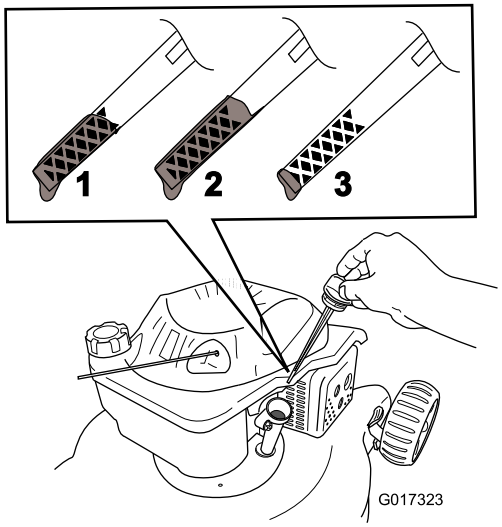

Figura 5
2. Retire la varilla (Figura 5).
Nota: Llene el cárter con aceite hasta que la varilla indique que el nivel del aceite del motor es correcto, según se muestra en Figura 5. Si usted llena demasiado el motor, vacíe el exceso de aceite siguiendo las instrucciones de la sección Cómo cambiar el aceite del motor.